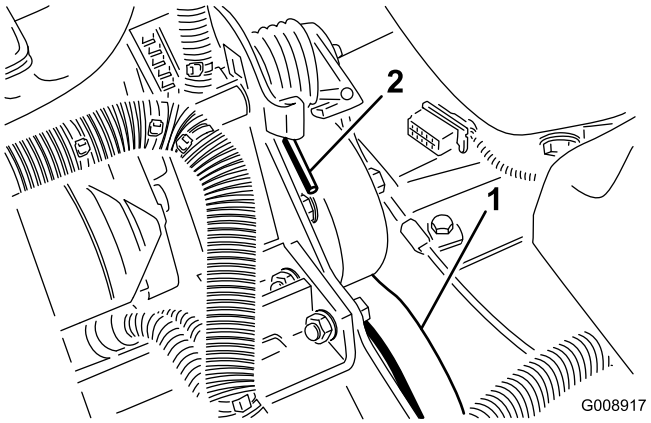

Rysunek 73
2. Popchnij w dół i do przodu koniec sprężyny (Rysunek 73), aby odczepić ją ze wspornika i zwolnić jej napięcie.